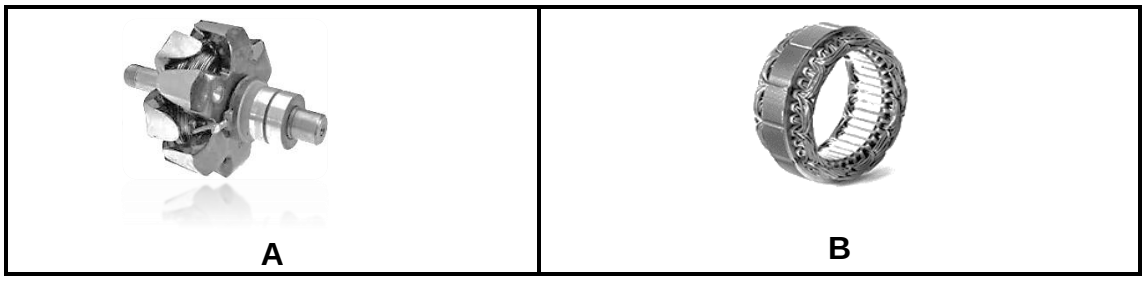

FIGURE 1 (2)
2.3 Name the alternator parts in FIGURE 1. Write only the answer next to the letter (A and B) in the ANSWER BOOK.